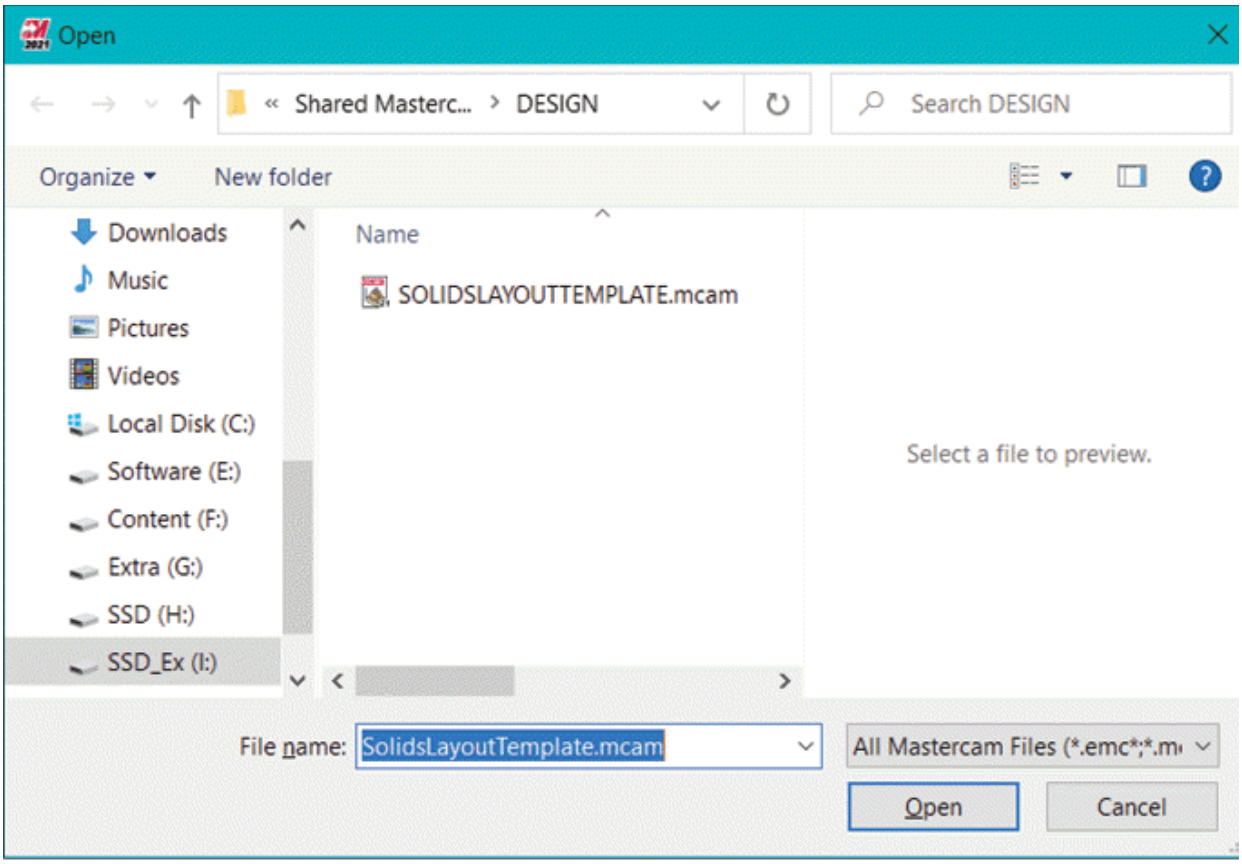

Figure-79. Open dialog box
- Select the **Use Template File** check box to select desired drawing layout template and click on the **Open** button next to the check box. The **Open** dialog box will be displayed; refer to Figure-79.